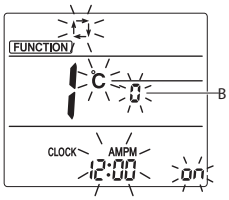

Рис. 2
1. Нажмите кнопку ① для остановки кондиционера.
2. Нажмите кнопку MENU ②.
3. Убедитесь, что на дисплее отображается функция «1», затем нажмите кнопку SET ③. Отобразится экран настройки отображения. (Рис. 2)
- Изменение номера пары (Рис. 2 Ⓑ)
1. Нажмите кнопку ④.
2. Каждое нажатие кнопки ④ изменяет номер пары 0...3.
3. Нажмите кнопку SET ③ для проверки настройки.
4. Нажмите кнопку MENU ②.